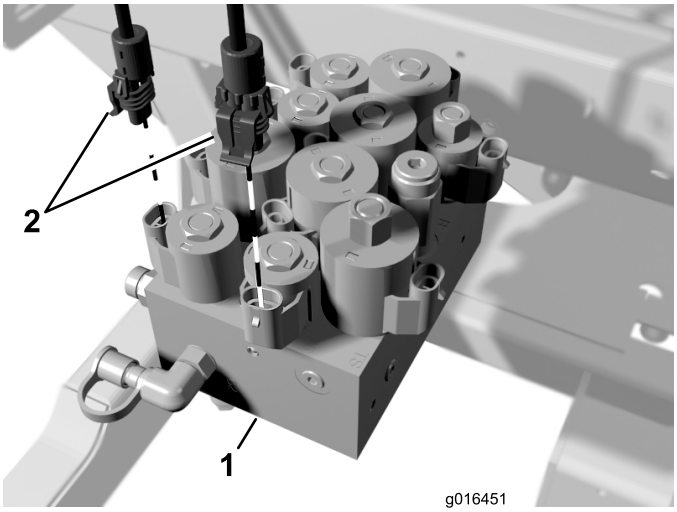

Figura 5
13. Desligue o conector eléctrico do solenóide S5 no manípulo de elevação (Figura 5) e ligue-o ao conector da cablagem de bloqueio da plataforma rotulada S5 HARNESS.
14. Ligue o conector na cablagem de bloqueio da plataforma rotulada S5 SOLENOID ao solenóide S5 no manípulo de elevação (Figura 5).
15. Desligue o conector eléctrico do solenóide S6 no manípulo de elevação (Figura 5) e ligue-o ao conector da cablagem de bloqueio da plataforma rotulada S6 harness.